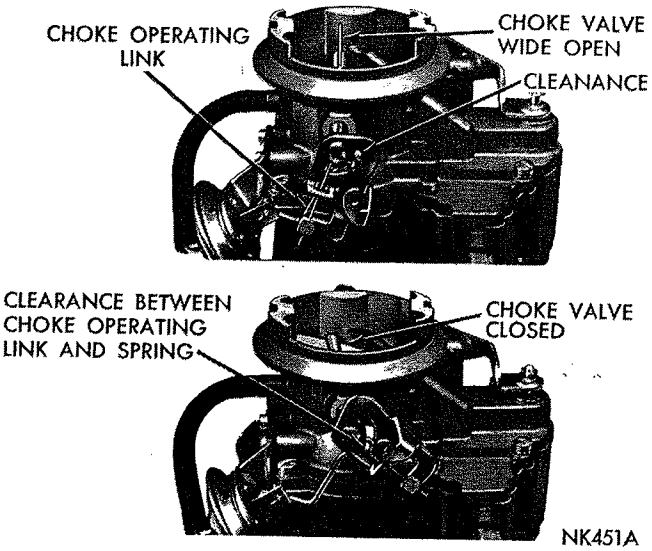

***Fig. 20—Choke Operating Link Clearances***
(8) With no vacuum applied to diaphragm, some clearance should exist between choke operating link and choke lever slot, in both open and closed choke positions, as shown in (Fig. 20). **This clearance is necessary to allow the choke valve to close for starting as well as fully open after the engine reaches the normal operating temperature.**